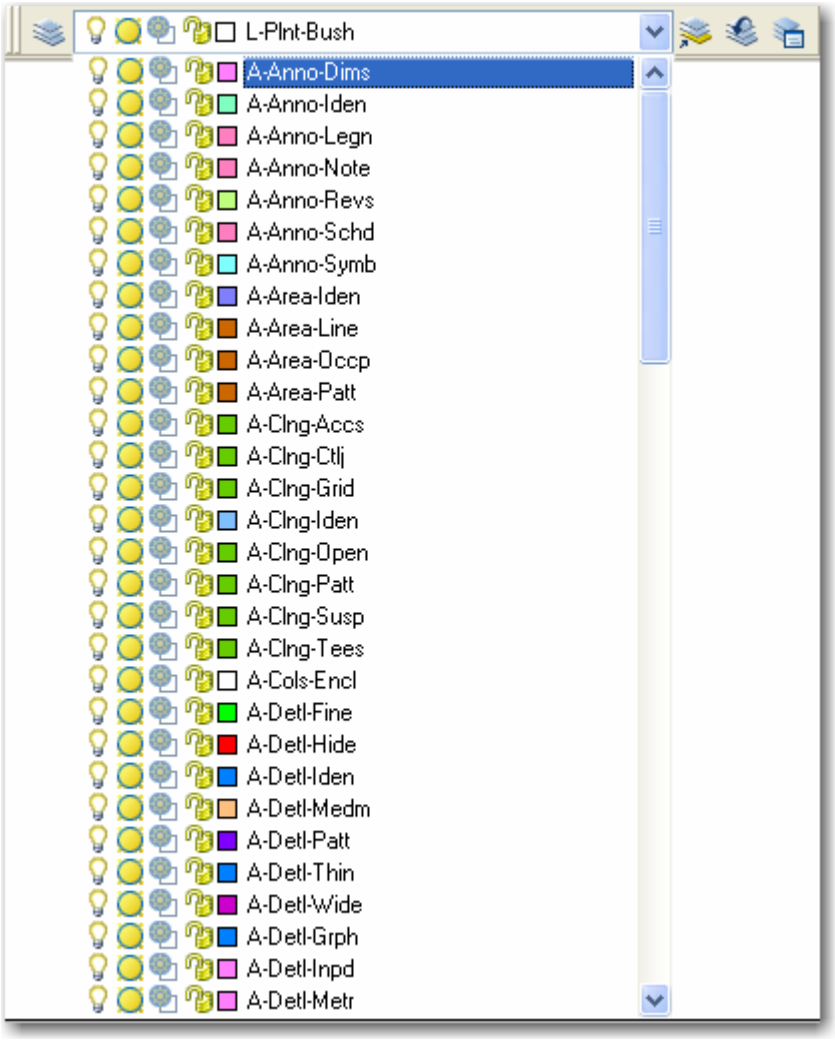

Figure 4.1.3
3. Now you can select layers as usual when needed and only the ones included in the group filters by DCAM department and Disciplines will only display per group selection, as shown in **figure 4.1.3.**